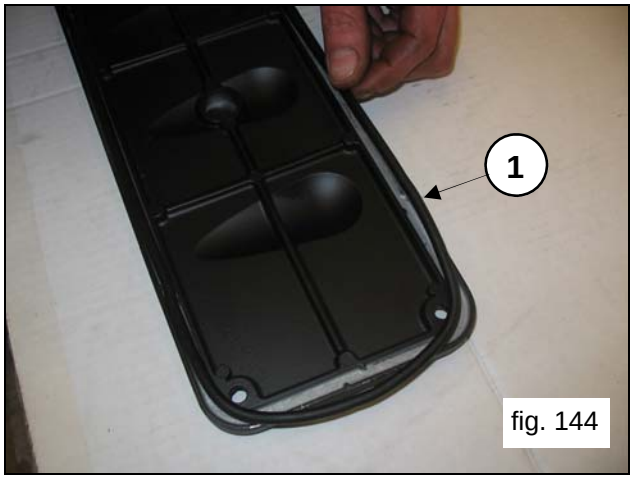
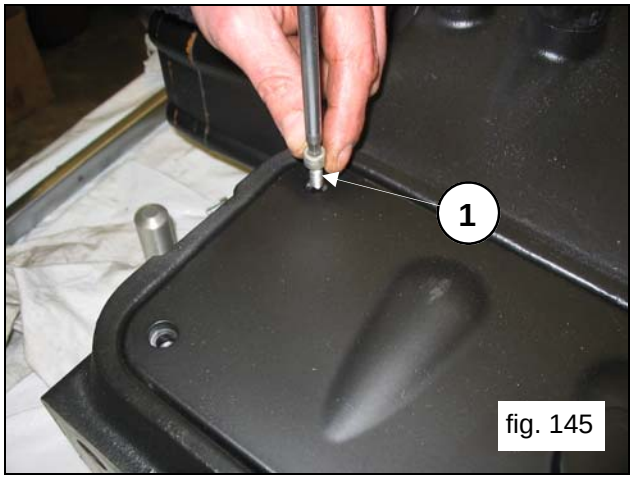

fig. 144
fig. 145
Insert the O-Ring on the inspection covers, (pos.①, fig.144) and mount the covers using 4+4 M6x14 screws (pos.①, fig.145).